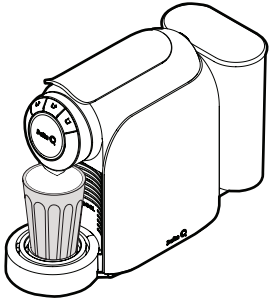

Fig. 15: Extracción de la bebida en vaso alto
- Coloque un vaso alto en la bandeja de apoyo de tazas y por debajo de la boquilla de extracción (ver **Fig. 15**).